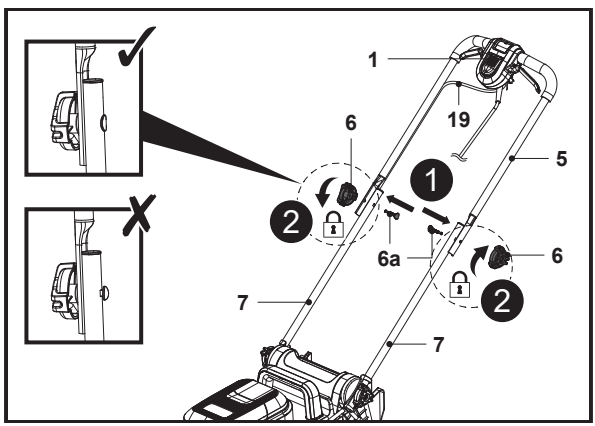

Fig. 3
1. Maintenir le guidon supérieur (5) de façon à ce qu'il soit positionné avec l'interrupteur de sécurité (1) orienté vers le haut.
2. Aligner les trous de montage du guidon supérieur (5) sur ceux des guidons inférieurs (7).
3. Faire passer les boulons de fixation (6a) dans les trous de montage jusqu'au bout (Fig. 3, étape 1).
4. Fixer le guidon supérieur (5) au guidon inférieur (7) en tournant le bouton de serrage (6) dans le sens horaire sur le filetage du boulon de fixation (6a) pour le serrer (Fig. 3, étape 2).
5. S'assurer que le cordon de commande (19) passe sur la partie supérieure du guidon supérieur (5) et du guidon inférieur (7).